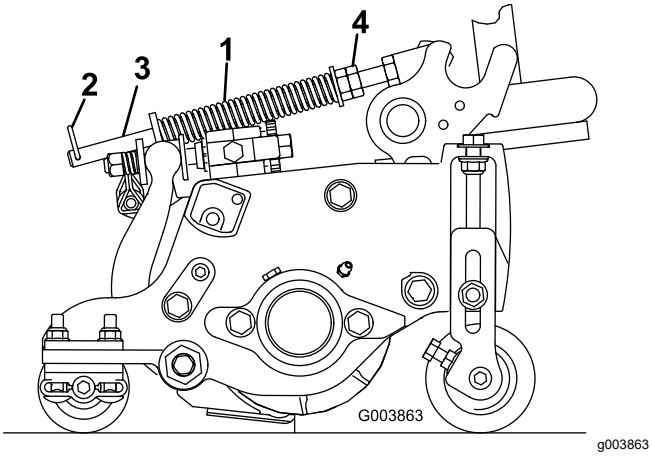

Figura 21
A mola de compensação de relva (Figura 21) transfere peso do cilindro dianteiro para o cilindro traseiro. Isto ajuda a reduzir o efeito ondulado na relva, também conhecido como ondulação ou “bobbing”.
1. Certifique-se de que o pino de perno de gancho está instalado no orifício traseiro na haste da mola (Figura 21).
2. Aperte as porcas sextavadas na extremidade dianteira da haste da mola até que o comprimento da mola em compressão seja de 15,9 cm; consulte a Figura 21.